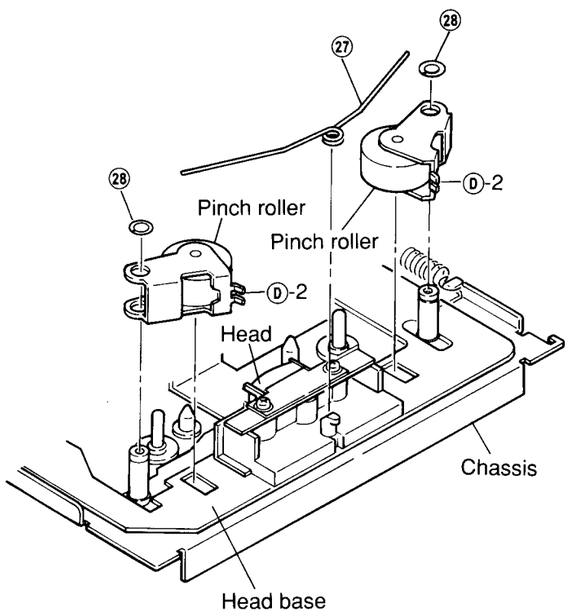

Figure 20
(1) Remove pinch roller spring ㉗ as shown in Figure 20.
(2) Remove M3.1 two lock washers ㉘ and remove the pinch roller as shown in Figure 20.
(3) Mount the pinch rollers following the removal steps in the reverse order.
Apply insulation coating to the position Ⓓ-2 of the pinch roller as shown in Figure 20.